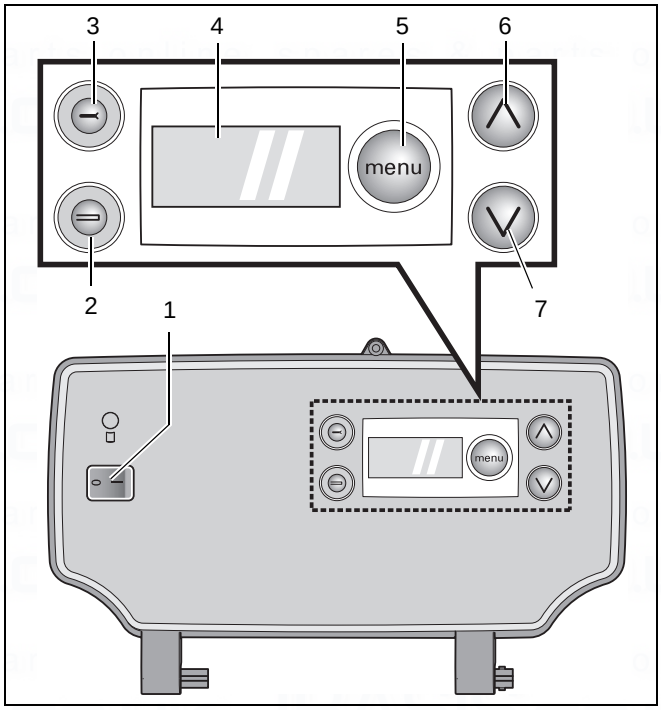

fig. 1 DBA
1. Mains switch (see fig. 1)
2. Reset button "⇆" (see fig. 1)
3. Service Button "⊖" (see fig. 1)
4. Display (see fig. 1)
5. Menu button "menu" (see fig. 1)
6. and 7. Up "∧" and Down "∨" keys (see fig. 1)